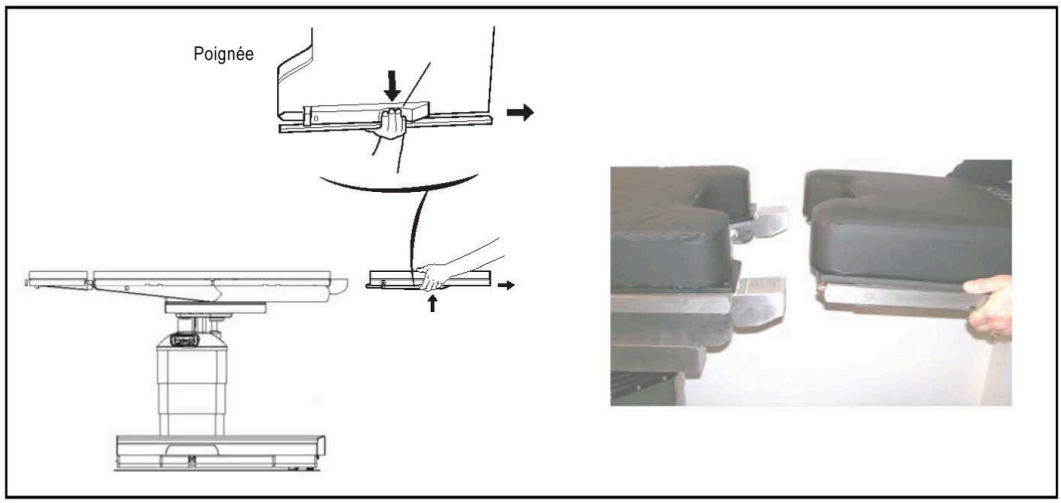

Figure 4-13. Retrait de la section appui-jambes
2. **Tout en maintenant l'armature de la section appui-jambes, appuyer sur les deux poignées et tirer simultanément vers l'arrière (voir la *Figure 4-13*).**